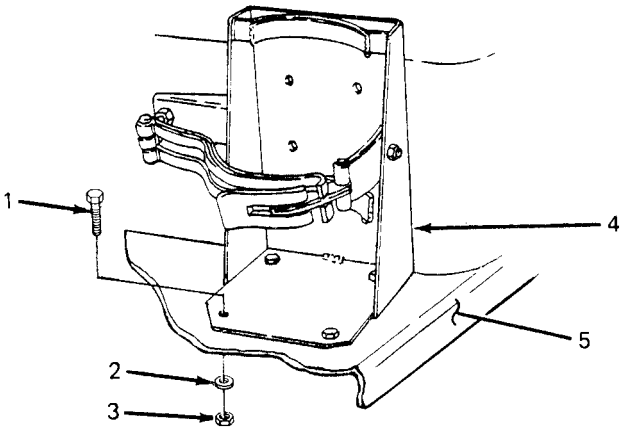

Figure 4-7. Fire Extinguisher Bracket Replacement.
4-19. Fire Extinguisher Bracket Replacement. (See figure 4-7.) The fire extinguisher supplied with the power unit is carried in a bracket mounted on the trailer front roadside step.
(1) Remove four screws (1, figure 4-7), four flat washers (2), and four nuts (3) securing bracket (4) to step (5).
(2) Remove bracket (4) from step (5).